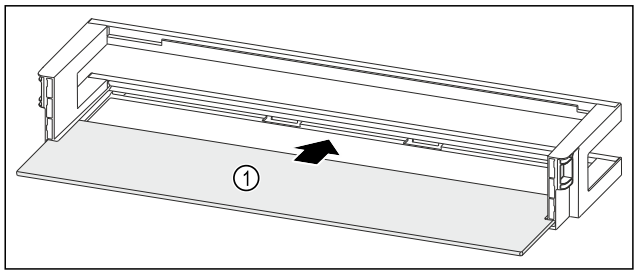

Fig. 148 Door rack with shelf
- ▶ Push the shelf *Fig. 148 (1)* into the side recesses.